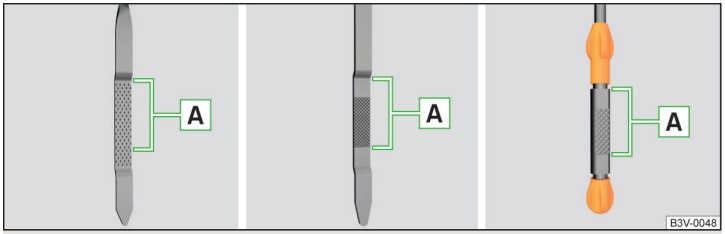

Fig. 212 **Imagen esquemática: Varilla de medición de aceite**
Varilla de nivel de aceite » fig. 212
- El nivel de aceite no debe estar nunca sobre o debajo de la zona A » fig. 212. ¡Existe riesgo de daños del motor, así como en el sistema de gases de escape!